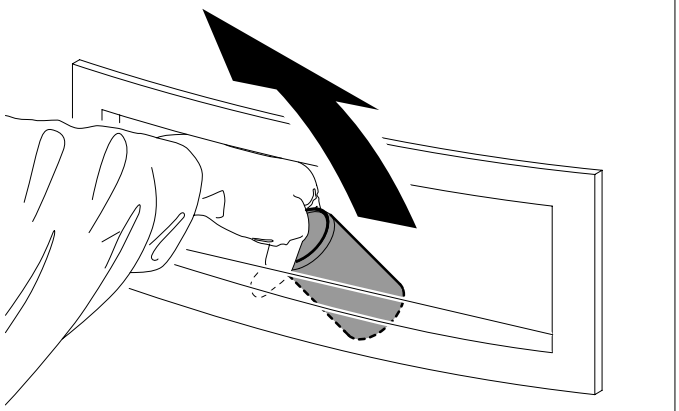

FIG.3.3
- pongan la mano en la abertura de suministro para prelevar el producto (*Fig.3.3)*.